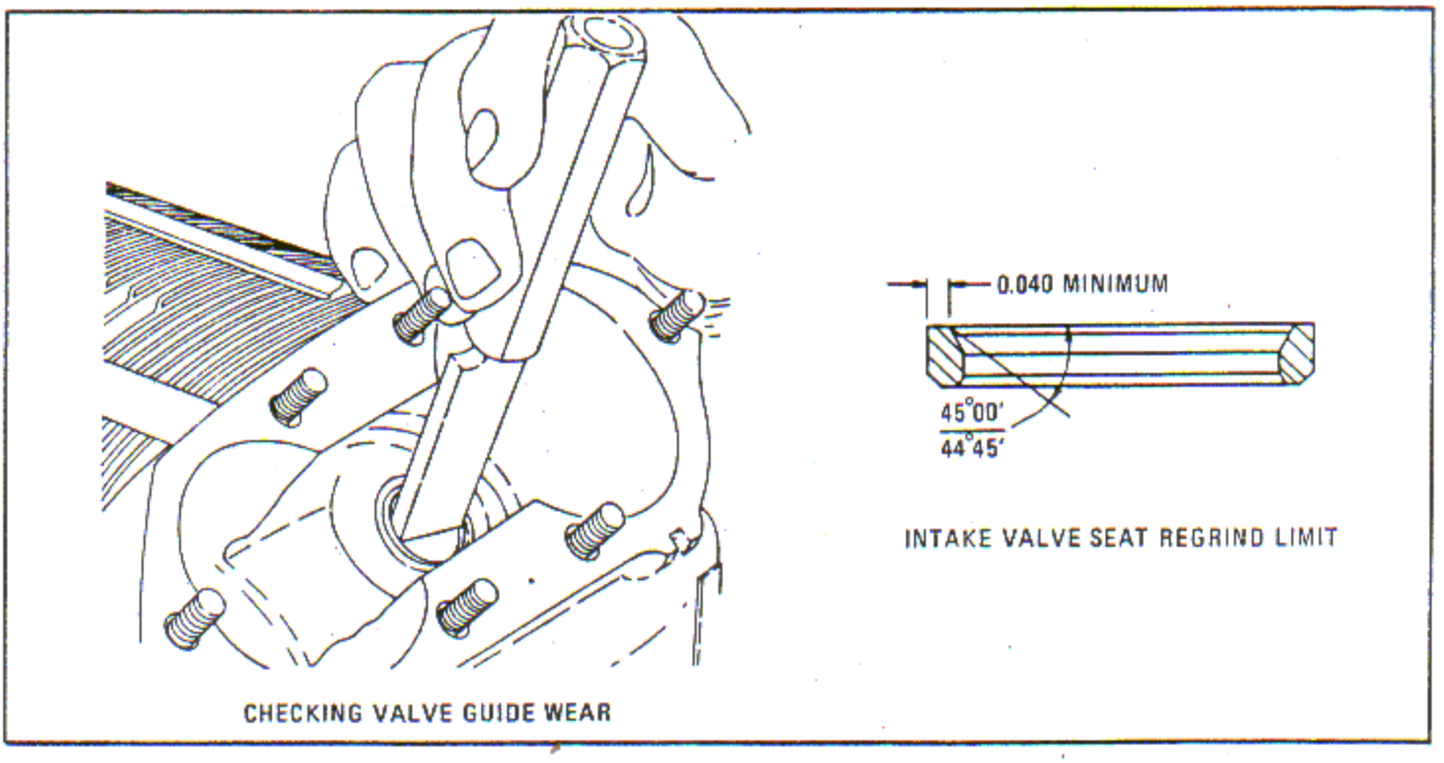

Figure 6-21. Checking Valve Guide Wear; and Intake Valve Seat Regrind Limit
6-138A. Check the maximum wear of intake and exhaust valve guides with flat plug gage, for the intake guide and a locally manufactured flat plug gage, 0.7535 diameter, for the exhaust guide. See figure 6-21.
c. Intake valve seats can be reground until the large diameter of the seat face is at a minimum distance of 0.040 inch from the seat OD. See figure 6-21.